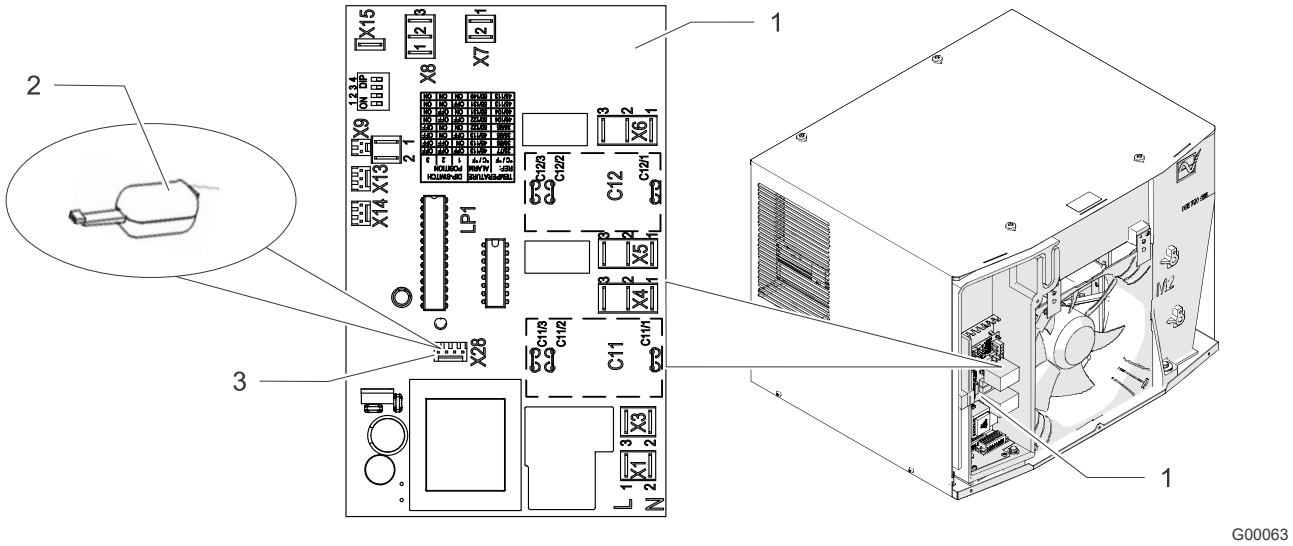

Fig. 24: Service interface
- The connection for the USB adapter (Fig. 24, item 2) is marked on the circuit diagram with the device tag X28 (Fig. 24, item 3).
The controller board (Fig. 24, item 1) with the service interface X28 ("Spare parts and accessories", Page 68, item 3) is accessible.
2. Connect the USB adapter ("Unit preparation – removing the front flap", Page 35, item 2) to the service interface X28.